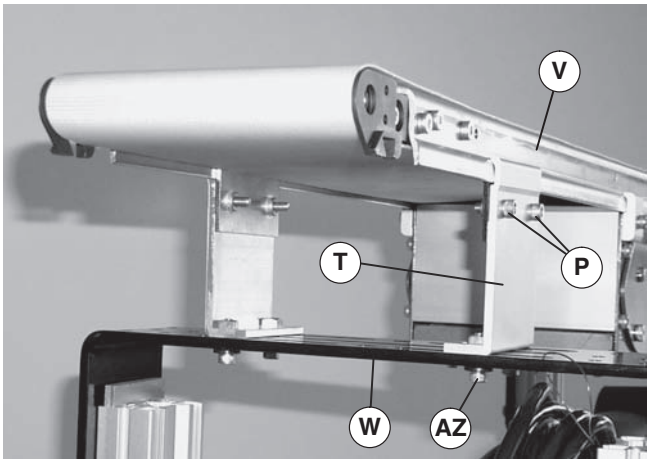

Figure 28
12. Loosen two mounting plate screws (Figure 28, item P). Remove two screws, hard washers and square nuts (AZ). Slide stand mounting bracket (T) off stand (W) and remove from conveyor (V).
15. After belt is removed, secure conveyor with mounting plate(s) and stand mounting bracket(s) (Figure 28, item T) and mounting hardware (AZ).
6. Loosen two mounting plate screws (Figure 28, item P). Remove two screws, hard washers and square nuts (AZ). Slide stand mounting bracket (T) off stand (W) and remove from conveyor (V).